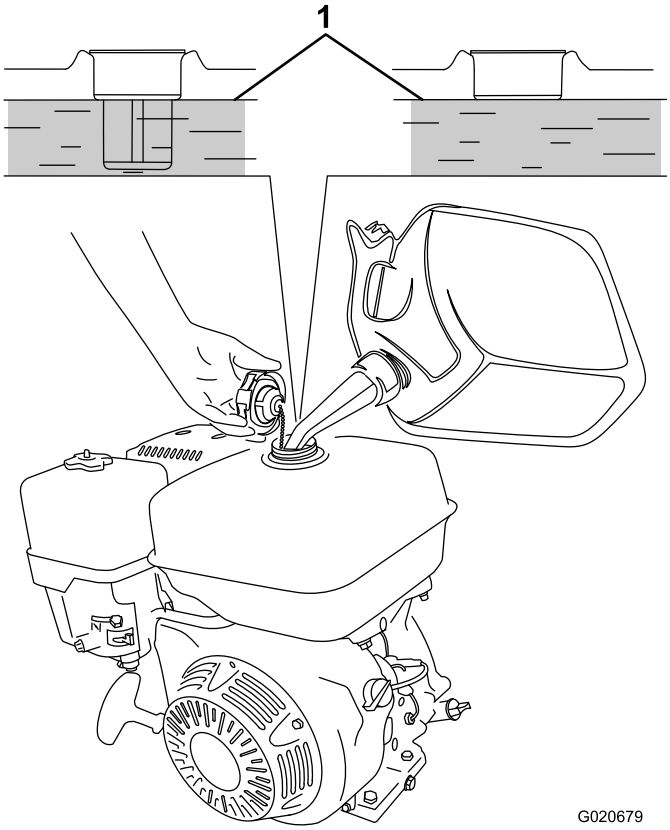

Figure 30
3. Versez de l'essence dans le réservoir de carburant jusqu'à ce que le niveau atteigne le bas du niveau maximum, comme montré à la Figure 30.